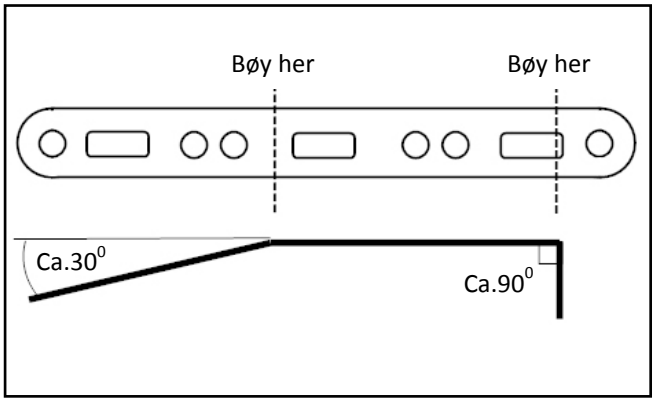

Bilde 9
Monter langt hulljern *(bilde 9)* med M6 bolt i blindmutter nagle (1) og fest til varmerholder med M6 bolt og mutter (2).